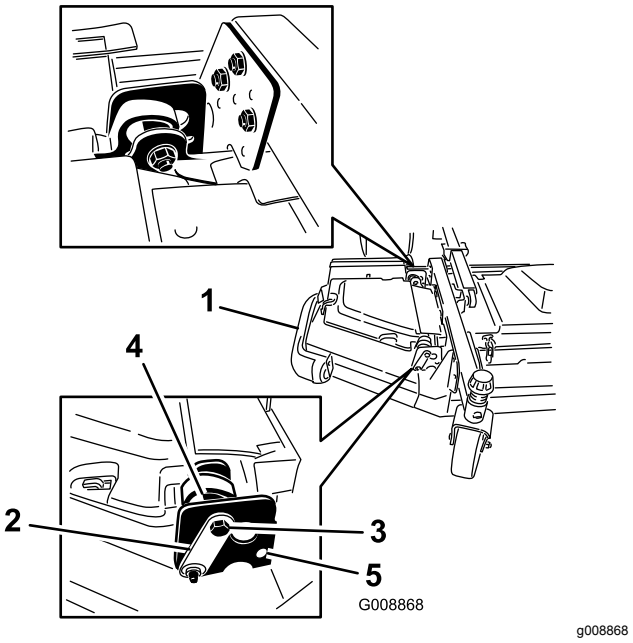

Figur 4
4. Monter de forreste og bageste stopbolte gennem de øverste monteringshuller og excenterenheder (Figur 4).